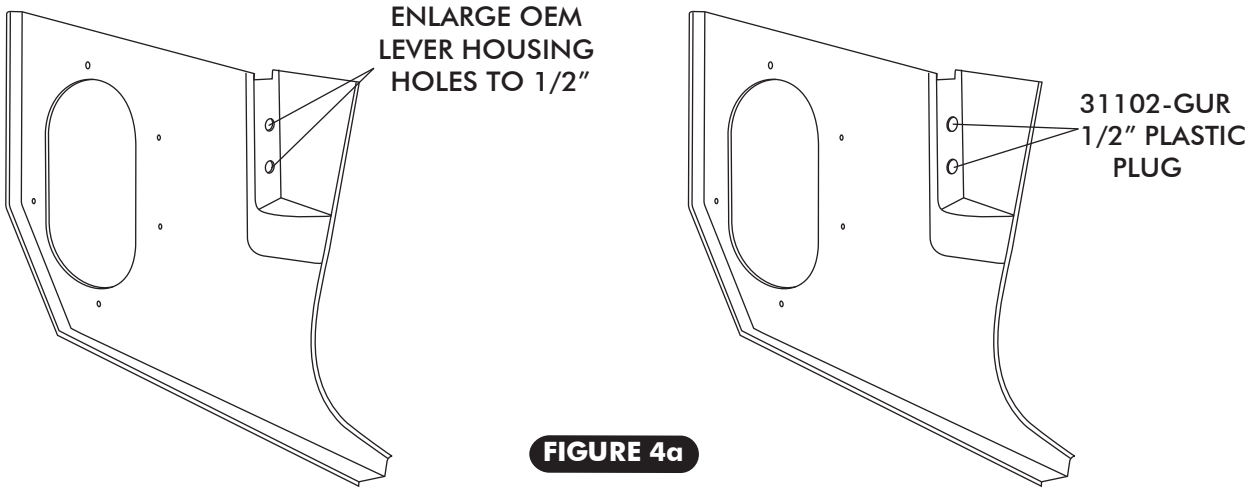

FIGURE 4a
- ☐ CUT KICK PANEL GRILLE USING TEMPLATE PROVIDED ON PAGE 24. SEE FIGURE 4a BELOW.
- ☐ ENLARGE OEM LEVER HOUSING HOLES TO 1/2". SEE FIGURE 4a
- ☐ INSTALL (2) 1/2" PLASTIC PLUGS IN OEM LEVER HOUSING HOLES. SEE FIGURE 4a BELOW.